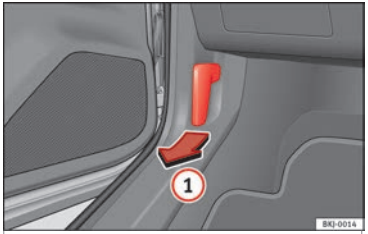

Fig. 9 Palanca de desbloqueo en el espacio reposapiés del conductor.
• Abra la puerta y tire de la palanca que hay debajo del tablero de instrumentos ››› fig. 9 ①.